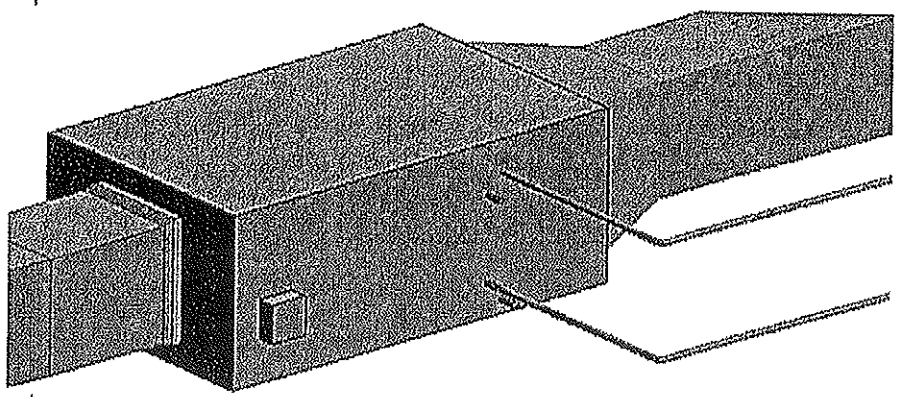

Figure 9–41
2. Select the pipe and use the connector on the end closest to the AHU, to drag the end of the pipe to the snap point of the connector on the AHU, as shown in Figure 9–42.